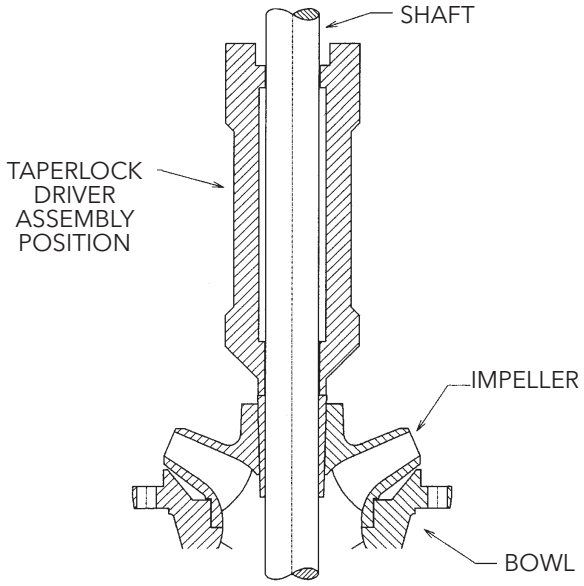

***Figure 22***
5. Insert a screwdriver into the slot in the taperlock (677) to spread the slot and slide the taperlock over the pump shaft. Hold the impeller against bowl and slide the taperlock into the impeller hub. **Be sure the taperlocks have been cleaned and are dry.**
6. Hold impeller firmly against the suction bowl/bell and drive the taperlock into place with a taperlock driver, (See Figure 22). After the impeller is secured in position, the top end of the taperlock should be 1/8" above the impeller hub.
7. Slide intermediate bowl (670) onto shaft and secure with capscrews provided.